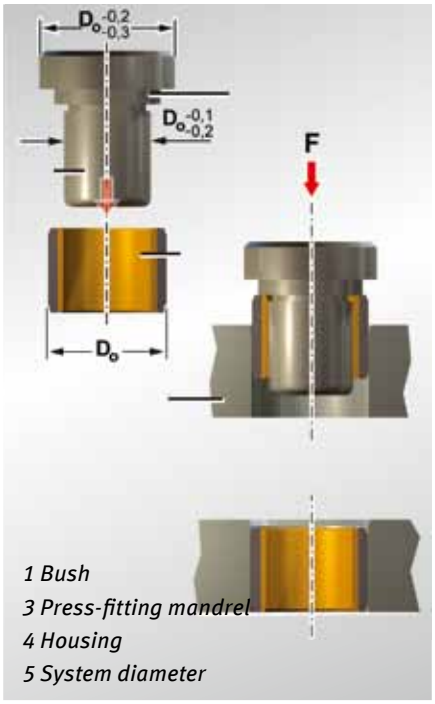

Fig. 51: Recessed press-fitting D_0 ≥ 55 mm
- Recessed press-fitting with mandrel, without auxiliary ring, as per Fig. 51